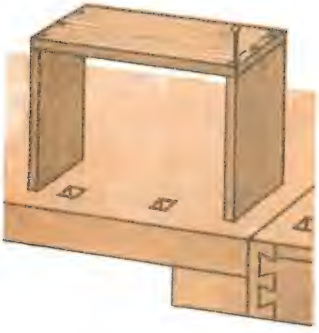

Рисунок 39. Присоединение третьей стенки ящика.
4. Присоединить к двум стенкам третью (рисунок 39).